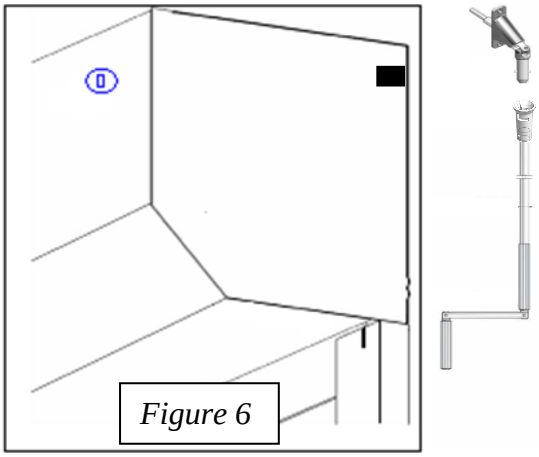

Figure 6
- ➢ Vous disposez d'une sortie de secours avec cardan double à baïonnette (*Figure 6*)